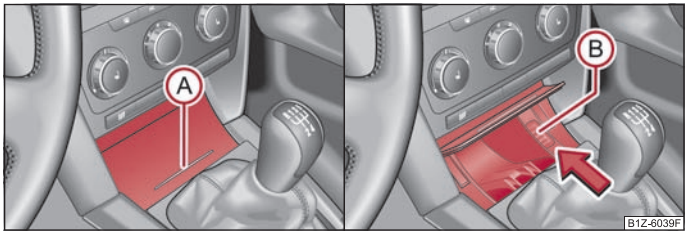

Fig. 68 Console centrale: Cendrier/retrait du boîtier du cendrier avant
– Appuyez sur la partie inférieure du couvercle du cendrier - voir position (A) ⇒ fig. 68.